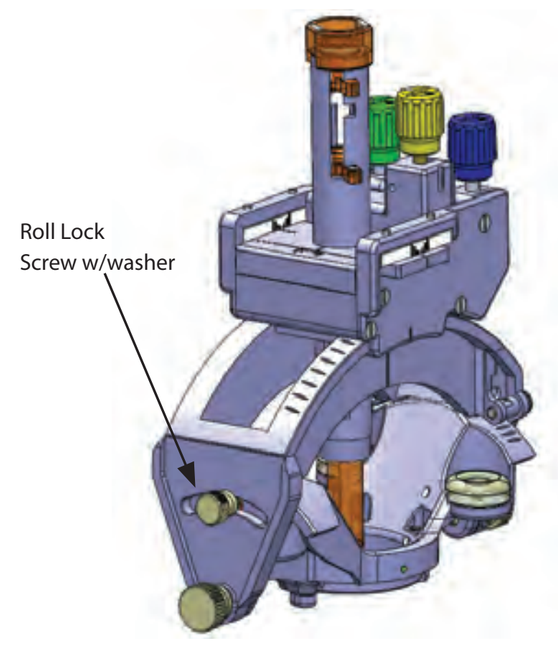

Figure 6: Roll Lock Screw w/ washer
14. Remove the Roll Lock Screw w/ washer from the SMARTFrame XG package to pre-mount in SMARTFrame XG. Screw in partially to the appropriate location on the SMARTFrame XG. **See Figure 6.** Ensure the Roll Lock Screw w/ washer is not tight. This screw will be tightened later in the procedure.
5. The Roll Lock Screw w/ washer must be tightened after the final roll adjustment is complete. **See Figure 6**. The Roll Lock Screw w/ washer must be loosened, for subsequent roll adjustments.